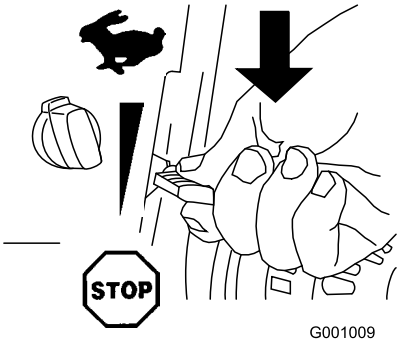

Figur 26
1. Flytta gasreglaget till stoppläget (Figur 26).